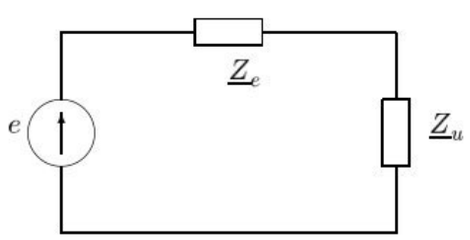

Figure 3: Schéma équivalent de l'alternateur associé à une charge.
**3.2.2.2.** Le circuit précédent peut être représenté par le schéma équivalent de la figure 3. Établir les expressions de $e$ en fonction de $e_1$ et $e_2$, et de $\underline{Z}_e$ en fonction de $\underline{Z}_c$.